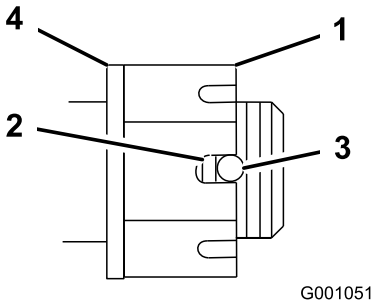

Figur 49
4. Trekk til tennpluggen med et moment på 170 Nm (Figur 49).
5. Kontroller avstanden fra bunnen av slissen i mutteren til den indre kanten i hullet. To gjenger eller mindre skal vises (Figur 49).
7. Fest kniven med et moment på 170 Nm (Figur 49).
8. Trekk til mutteren inntil det neste settet med slisser er i linje med hullene i akselen (Figur 49).